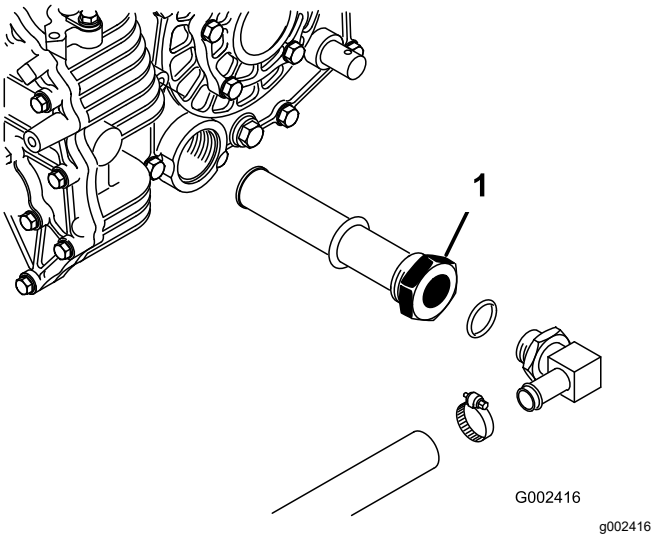

Figur 72
3. Observera riktningen på hydraulslangen och 90-graderskopplingen som är anslutna till filtret på tankens ena sida (Figur 72).